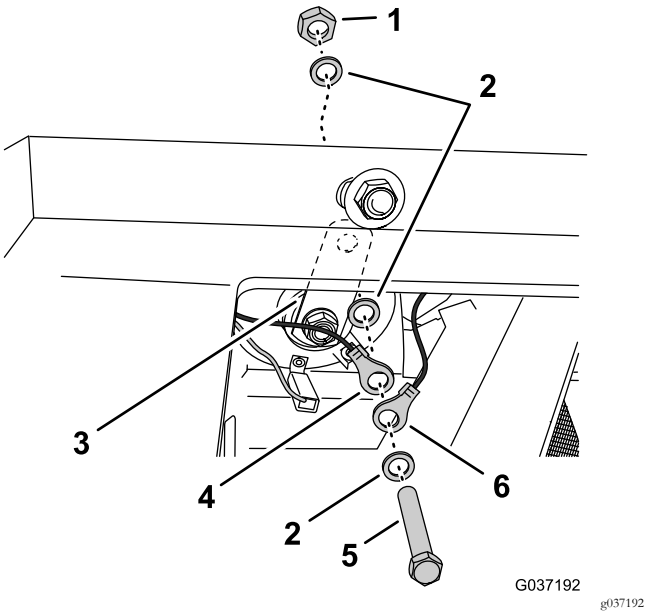

Bild 22
4. Entfernen Sie die Schraube, Scheiben und die Mutter, mit denen der Kabelschuh des Maschinenkabelbaums und die Halterung für die Hupe befestigt sind (Bild 22).